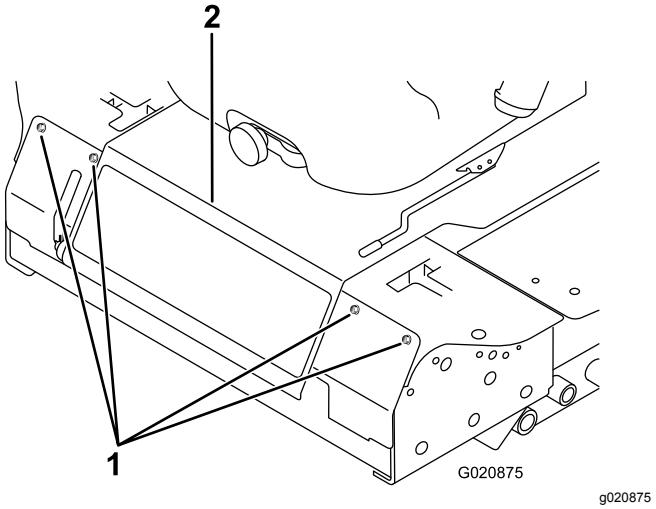

**Rysunek 43**
2. Usuń śruby mocujące panel przedni i zdejmij go (Rysunek 43).